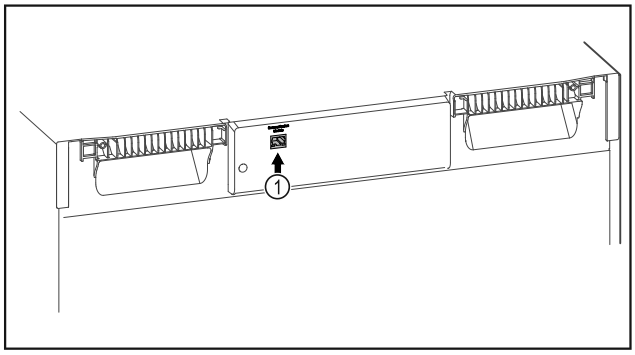

Fig. 82
❑ El SmartModule *Fig. 82 (1)* está colocado.